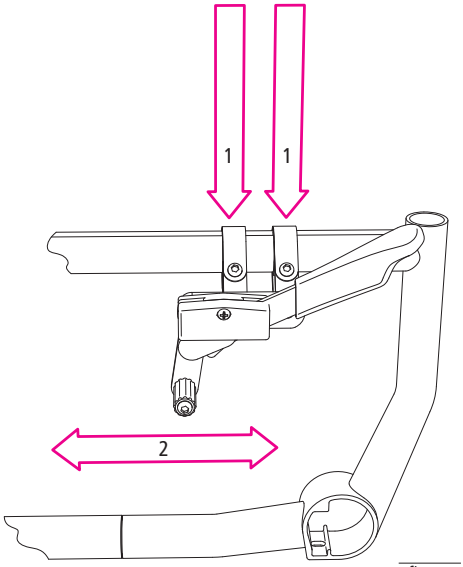

afb. 62
1. Maak de twee bouten los van de klemmen die de rem verbinden met het zijframe (1, afb. 62).
2. U kunt de rem nu verschuiven totdat de voorgeschreven afstand wordt bereikt (2, afb. 62).
3. Draai vervolgens beide bouten weer vast (1, afb. 62).